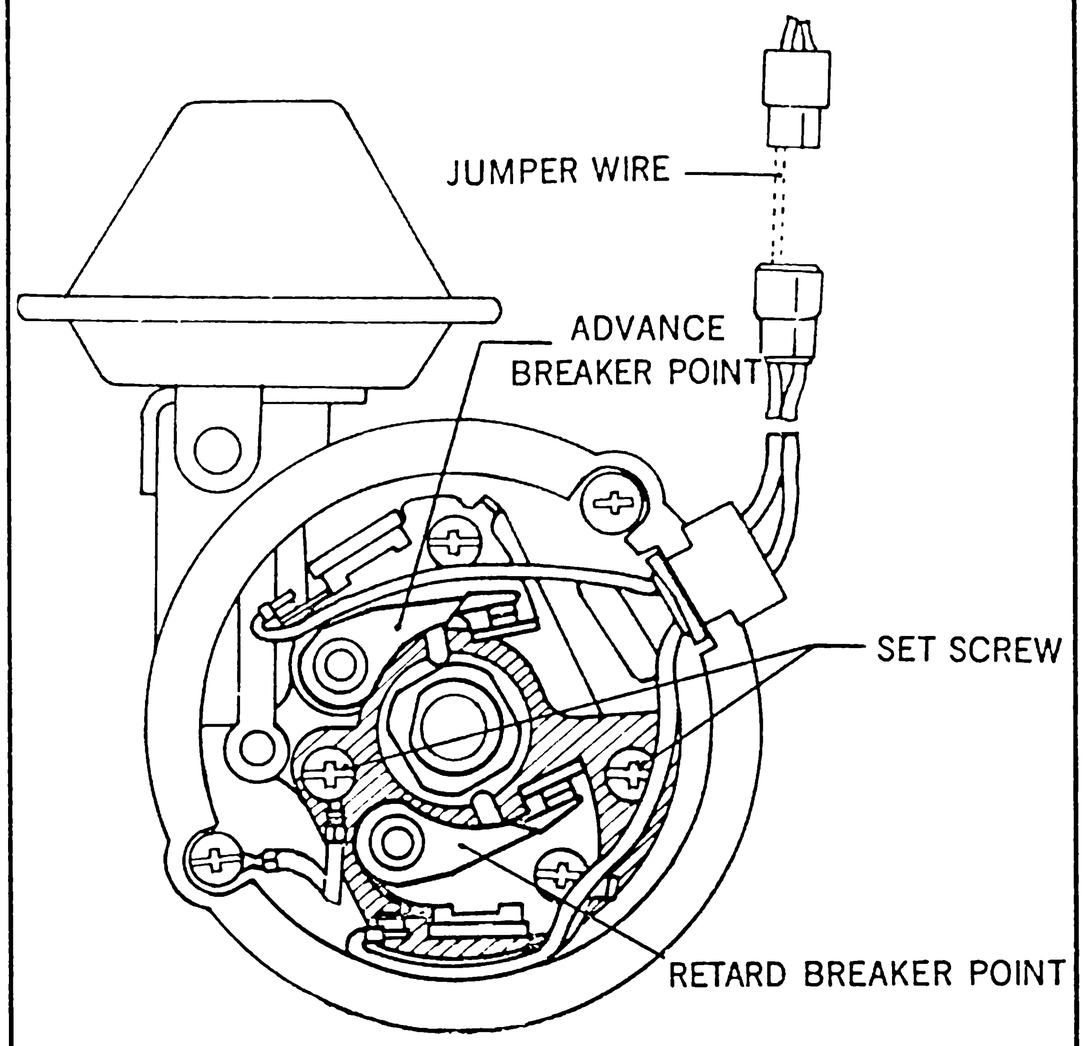

Fig. 1-9 Dual point distributor
2. Disconnect the coupler connecting to the breaker points and connect a jumper wire to the advance terminals in the coupler to operate the advance (normal) point, as shown in Fig. 1-9.